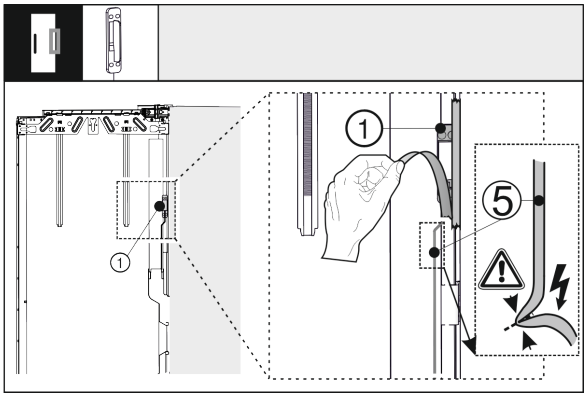

Fig. 40
▶ Maak de klopsensor *Fig. 40 (1)* van de buitendeur los. Beschadig de verbindingskabel *Fig. 40 (5)* niet.